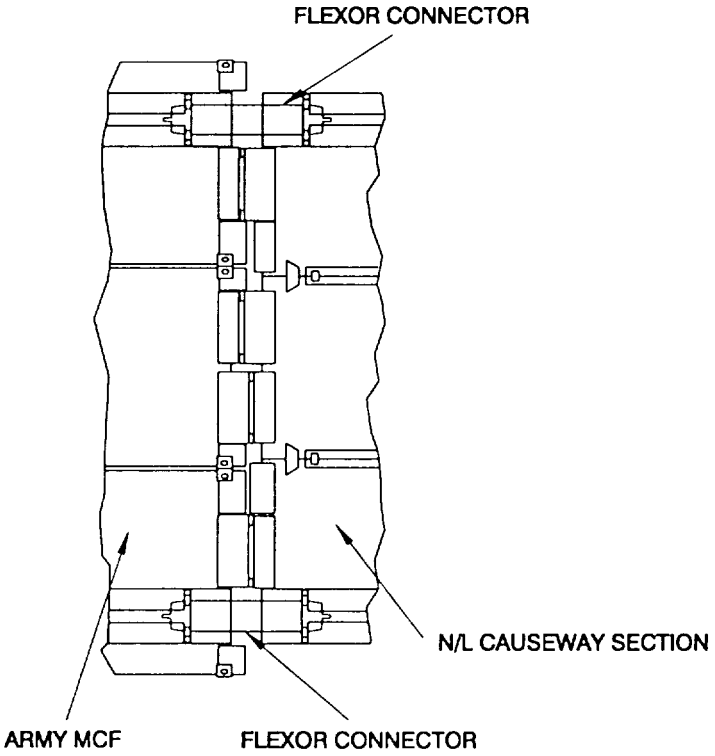

Figure 2-46. MCF-NL Compatibility.
b. Figure 2-46 shows a MCF module connected to a NL causeway. Connecting may be done by lifting into position with a crane.